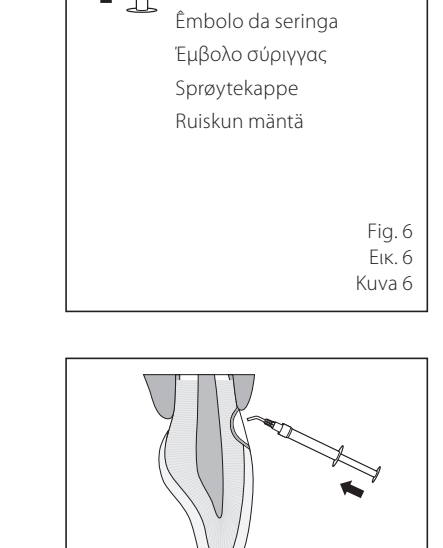

Fig. 6 Εικ. 6 Kuva 6
2) Før materialet anvendes i patientmunden så anbefales det, at der forsigtigt trykkes på sprøjtens stempel for at sikre, at appliceringskanylen sidder fast på sprøjten. For at fjerne luft fra sprøjtespidsen, trykker man sprøjtens stempel forsigtigt ind, indtil materialet kommer ud af spidsen (Fig. 6).
2) Innan material pressas ut testa om sprutspetsen sitter ordentligt fast genom att trycka sprutans kolv framåt en gång utanför munnen. För att avlägsna luft från sprutspetsen trycker man sprutans kolv försiktigt framåt tills materialet når toppen av sprutspetsen (Fig. 6).